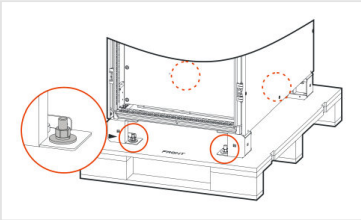

FIGURE 3-1 Pallet bolts (circled)
1. Unscrew the bolts that fix the cabinet to the pallet (Figure 3-1).